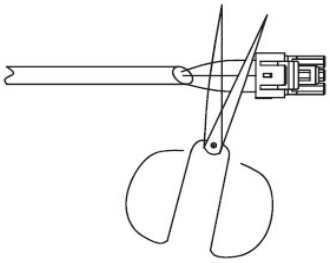

Fig. 43 —Shearing Outdoor Connector
1. Cut connector on outdoor unit side as shown in Fig. 43.